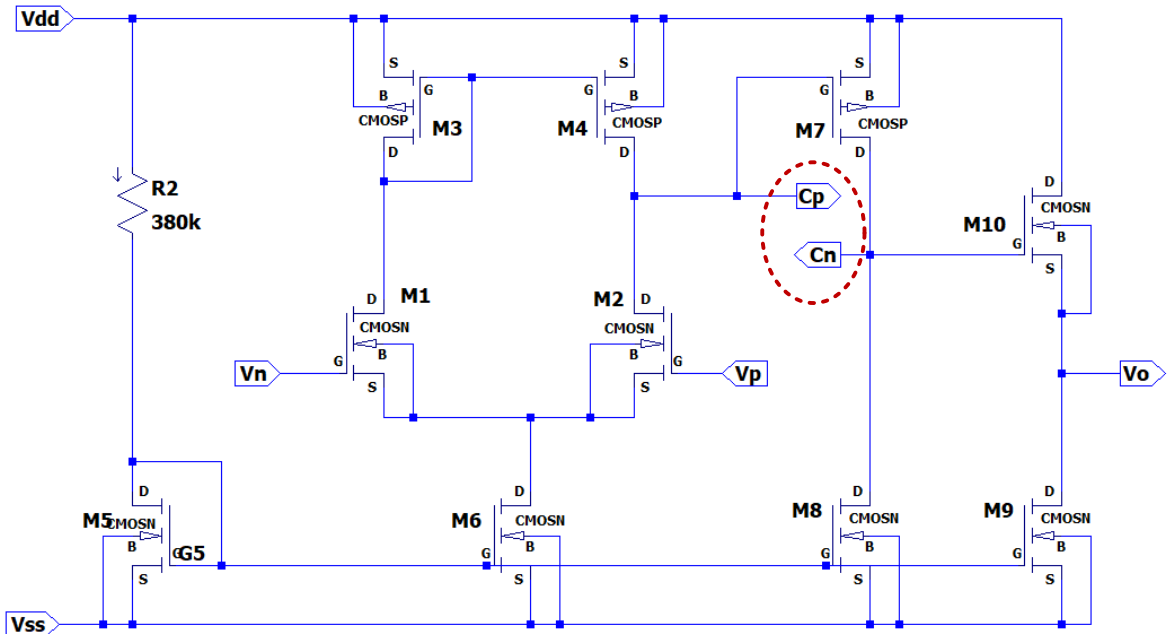
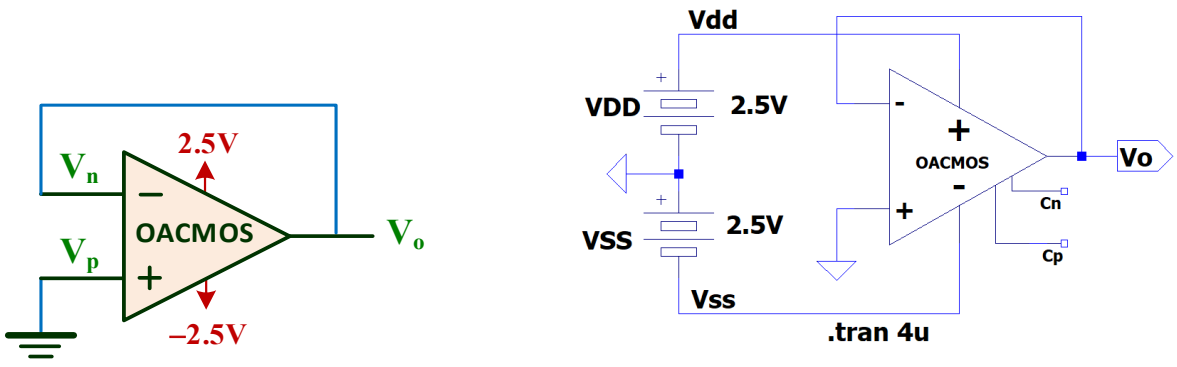

Figura XII.7. Esquemático del OA CMOS del fichero ***OACMOS.asc****.*
Figura XII.8*. Circuito test para comprobar la estabilidad de un OA CMOS sin compensar:* ***a)*** *Esquema;* ***b)*** *Esquemático con* ***LTSpice****.*
Los OAs poseen una ganancia tan elevada que tienen tendencia a ser inestables y provocar oscilaciones indeseadas a su salida. Para evitar este comportamiento que les hace inservibles, se utilizan técnicas de compensación basadas en redes RC que modifican su respuesta en frecuencia y les proporciona estabilidad. Como ejemplo práctico, en la carpeta **Practica XII** se encuentra el fichero **OACMOS.asc** que contiene el esquemático del OA CMOS mostrado en la figura XII.7. En este circuito se observa las salidas **Cp** y **Cn** utilizadas para añadir una red de compensación externa.
F) Editar con LTSpice el amplificador de la figura XII.8.b utilizando el símbolo del OA de la figura XII.7 y observar su inestabilidad simulando el circuito.
El circuito de la figura XII.8 corresponde a la configuración seguidor de un OA cuya ganancia es 1. Editar con **LTSpice** en un nuevo esquemático el circuito de la figura XII.8.b usando el símbolo del OA **OACMOS.asy** que se encuentra en la carpeta **Practica XII**. Para ello, ejecutar el comando **Edit→** **Component F2** y sobre la ventana emergente:
Una vez finalizado el esquemático de la figura XII.8.b, realizar un análisis transitorio (**Simulate→Edit Simulation cmd→Transient**) con un **Stop time** de **4us**. Observar la señal sinusoidal de salida V_O generada por la inestabilidad del OA.